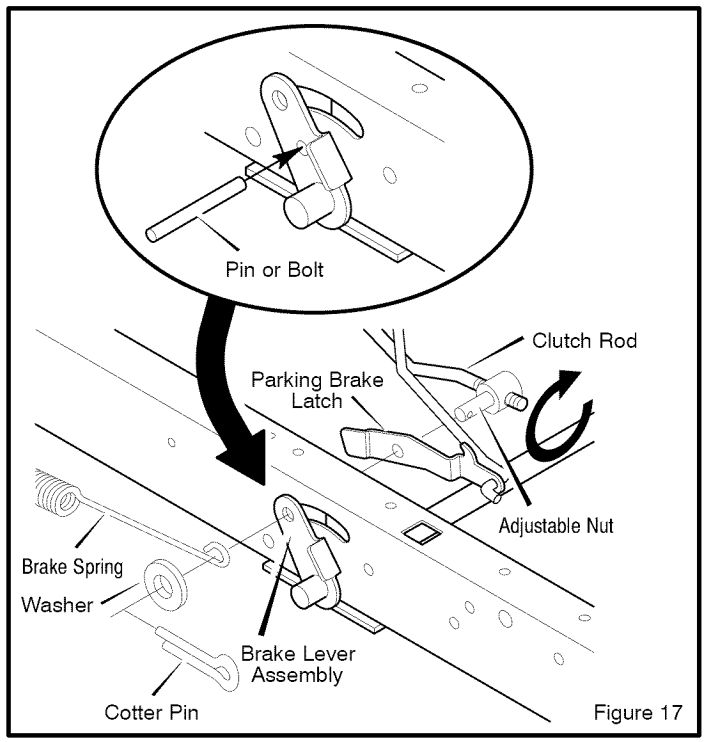

Figure 17
2. Remove the **cotter pin**, **washer**, and **brake spring** from the **adjustable nut** (Figure 17).
4. Align the hole in the **brake lever** with the hole in the **frame**. Hold the **brake lever** in place with a 1/4 inch (6 mm) pin or bolt (Figure 17).